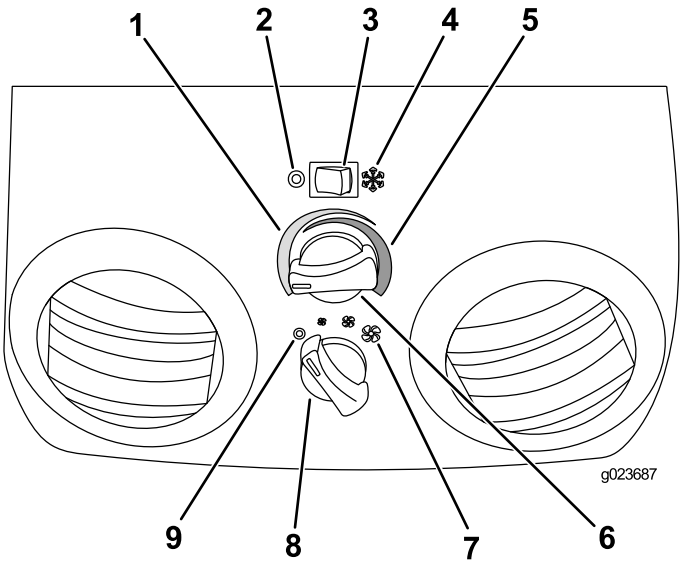

Figure 96
1. Appuyez sur le côté droit de la commande de climatisation pour activer la climatisation (Figure 96).
3. Tournez le bouton de réglage de la température vers la gauche jusqu'à ce que la température voulue soit atteinte (Figure 96).
4. Tournez le bouton de réglage de vitesse du ventilateur à la position basse, moyenne ou haute (Figure 96).
1. Appuyez sur le côté gauche de la commande de climatisation pour désactiver la climatisation (Figure 96).
3. Tournez le bouton de réglage de la température vers la droite jusqu'à ce que la température voulue soit atteinte (Figure 96).